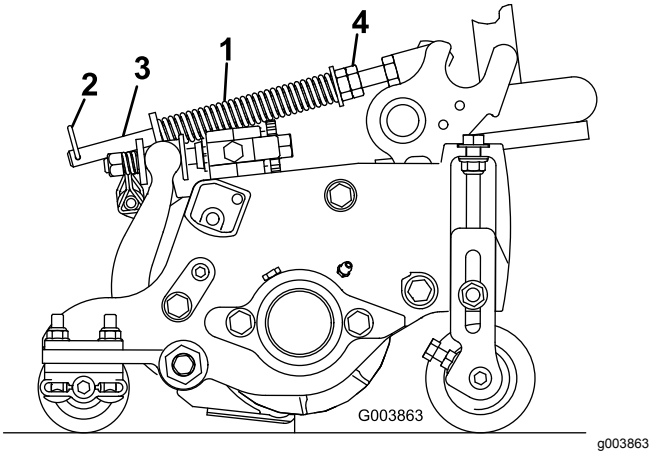

**Figur 15**
Gräsutjämningsfjädern (Figur 15) överför vikt från den främre till den bakre valsen. Detta hjälper till att minska förekomsten av det vågformade mönster i gräsmattan som kallas för ”ondulering” eller ”bobbing”.
1. Se till att hårnålssprinten sitter i det bakre hålet på fjäderstången (Figur 15).
2. Dra åt sexkantsmuttrarna på fjäderstångens främre ände, tills fjäderns sammanpressade längd är 15,9 cm (Figur 15).